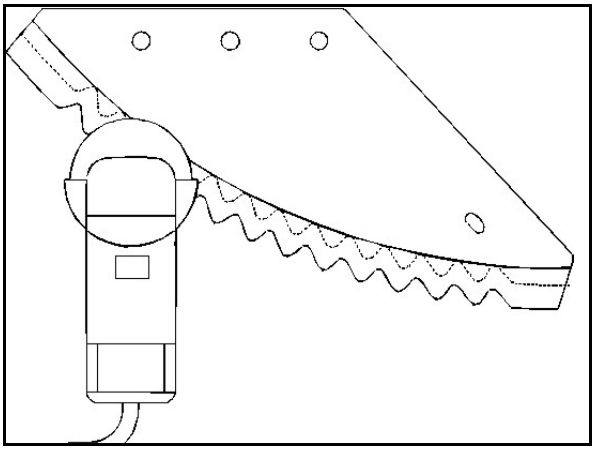

Fig 40
- För slipning av knivarna ska en vinkelslipmaskin med solfjäderslipskiva (Fig 40) användas.